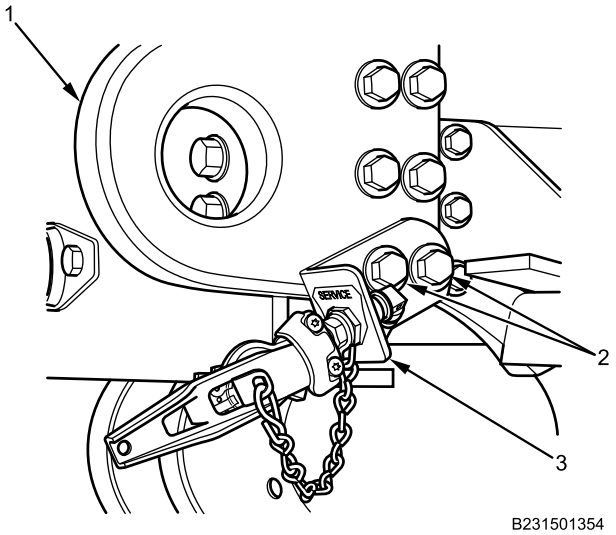

Figure 5. Side View of Right Rear Towing Eye.
4. Install gladhands (Figure 5, Item 3) on towing eyes (Figure 5, Item 1) with four bolts (Figure 5, Item 2) and nuts and tighten securely.